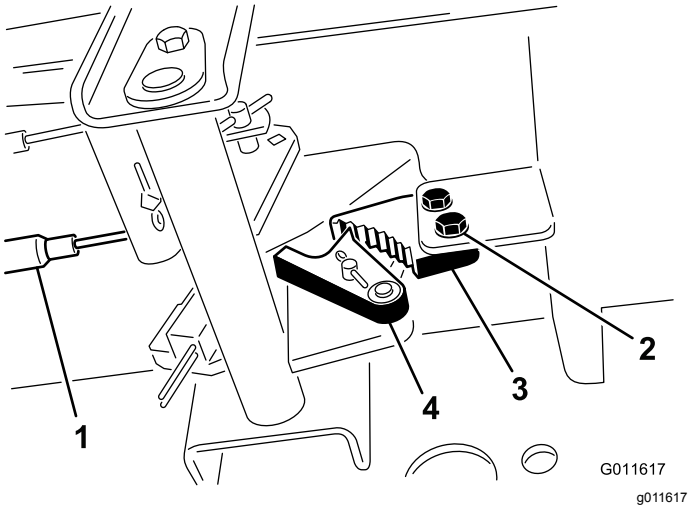

Figur 98
1. Løsne de to skruene som fester parkeringsbremsespaken til rammen (Figur 98).
2. Trykk parkeringsbremsepedalen fremover til bremsesperrehaken aktiveres fullstendig på bremsesperren (Figur 98).